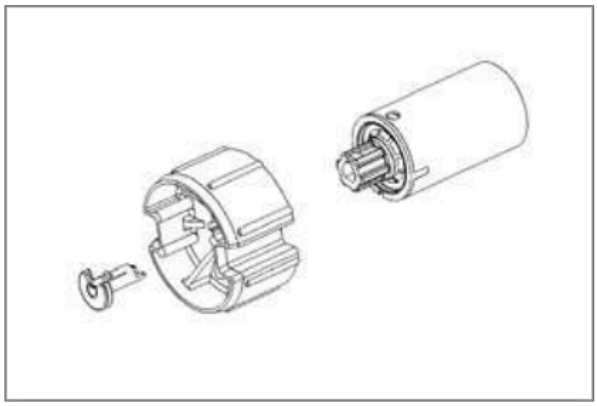

Figure 2: verrouillage de sécurité de l'accouplement*
3. Installez l'accouplement et insérez le verrouillage de sécurité (article 288500) de l'accouplement (figure 2).